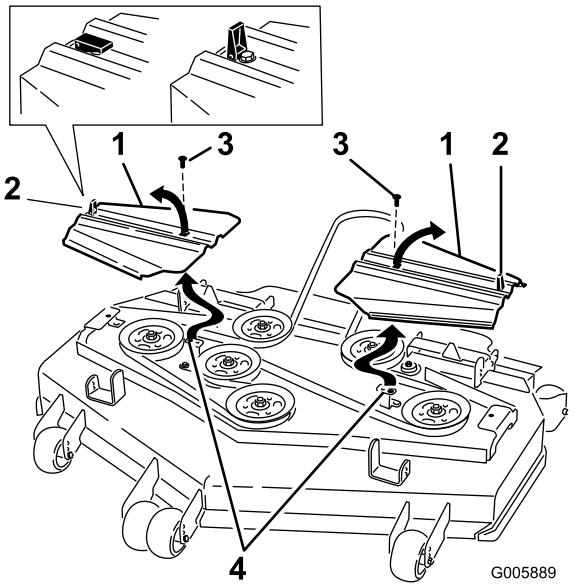

Figur 60
12. Monter remafskærmningerne, så tapperne går ned i rillerne. Isæt skruerne, og luk låsene (Figur 60).